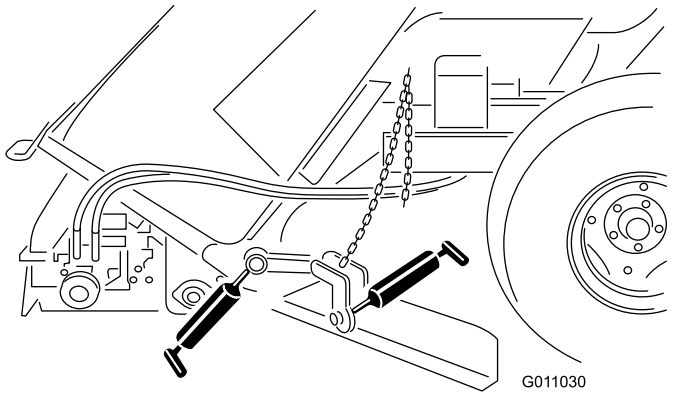

Figur 37
- Strängläggningsbladfästet (Figur 37).
- Strängläggningsbladnavet (Figur 37).